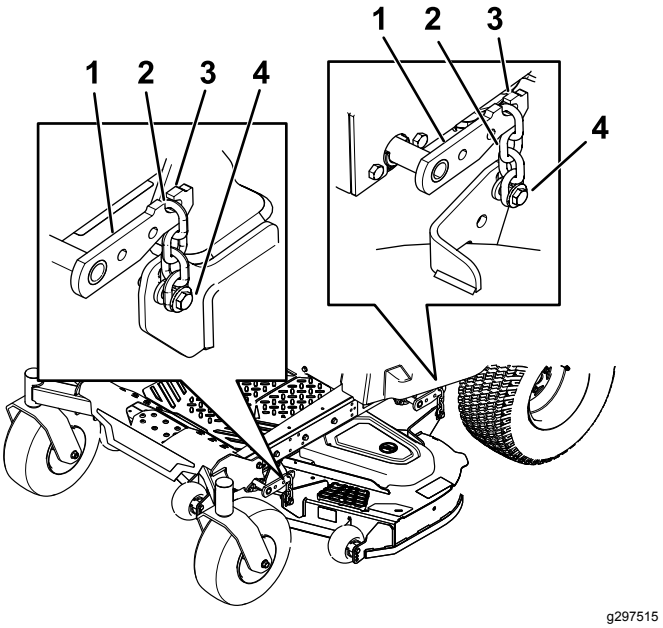

Figur 74
5. Lossa justerskruvarna i alla fyra hörnen så att däcket vilar säkert mot samtliga fyra block (Figur 74).
6. Kontrollera att det finns spänning på alla fyra kedjorna (Figur 74).
7. Dra åt de fyra justerskruvarna (Figur 74).